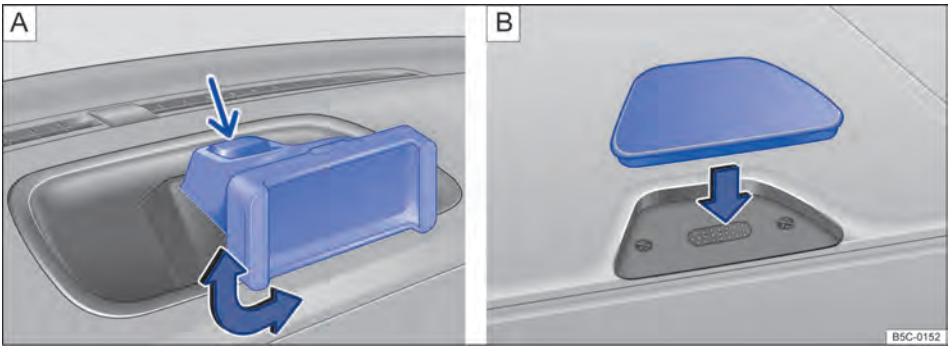

Fig. 154 No console central: remover o suporte de iPhone portátil e fechar a abertura do alojamento.
O alojamento do iPhone pode ser virado em 90° ⇒ Fig. 154 **A**, ⇒ ⓘ, ⇒ ⚠.
- Segurar firmemente o suporte de iPhone portátil com a mão e ao mesmo tempo pressionar o botão de destravamento ⇒ Fig. 154 **A** (seta pequena).
- Fechar a abertura, colocando a capa de cobertura na direção da seta ⇒ Fig. 154 **B**, ⇒ ⓘ.
- Retirar a capa de cobertura da abertura do alojamento no sentido contrário ao da seta ⇒ Fig. 154 **B**.